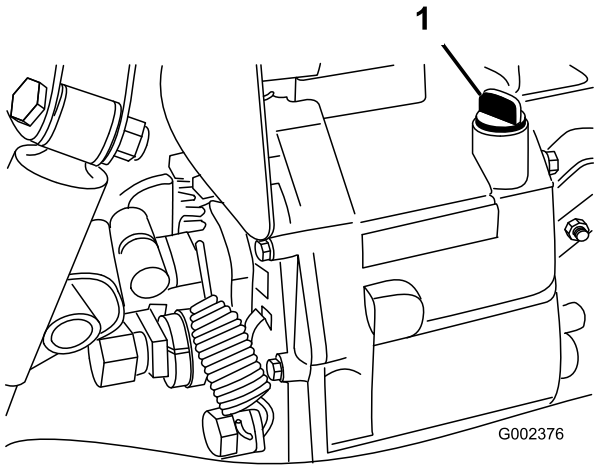

Figuur 16
2. Reinig het gebied rond de peilstok (Figuur 16).